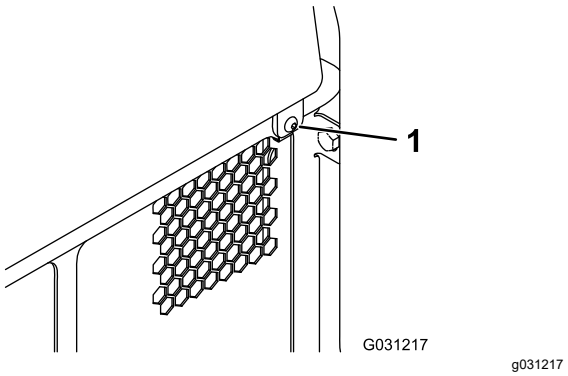

**Figur 34**
1. Ta bort fästelementet (Figur 34).
2. Lyft upp den bakre åtkomstpanelen så att du kommer åt de inre delarna (Figur 34).